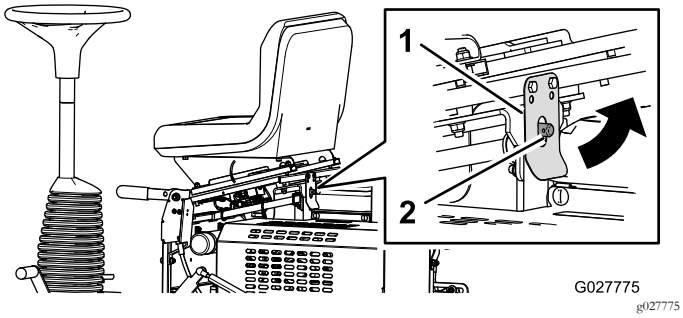

**Figur 20**
2. Dra sätesspärren bakåt och luta sätet framåt (Figur 20).